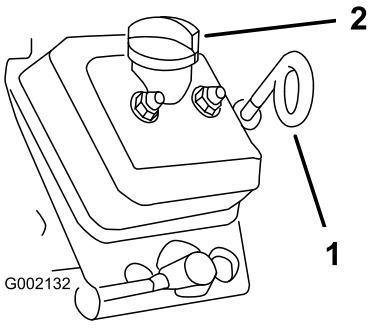

Figura 18
3. Utilice un trapo para limpiar alrededor de la varilla de aceite y el tapón de llenado (Figura 18) para impedir que caiga suciedad por el tubo/cuello de llenado de aceite y cause daños en el motor.
4. Retire la varilla de aceite y limpie el extremo (Figura 18).
5. Introduzca la varilla de aceite a fondo en el tubo (Figura 18).
8. Instale el tapón de llenado; consulte Figura 18.
9. Instale la varilla de aceite y asiéntela firmemente (Figura 18).